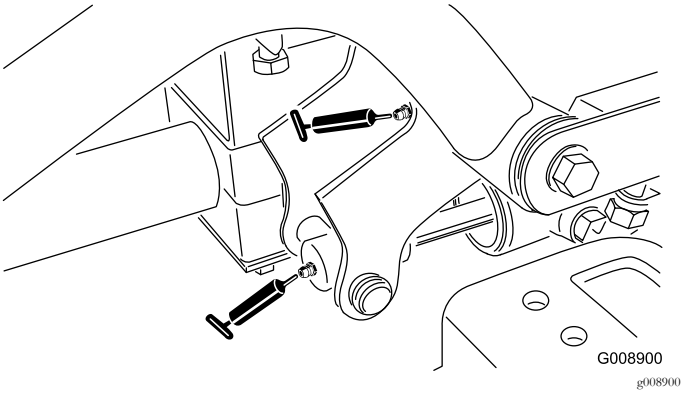

Figur 56
- Høyre fremre løftearmstapp og løftesylinder (2) (Figur 56)